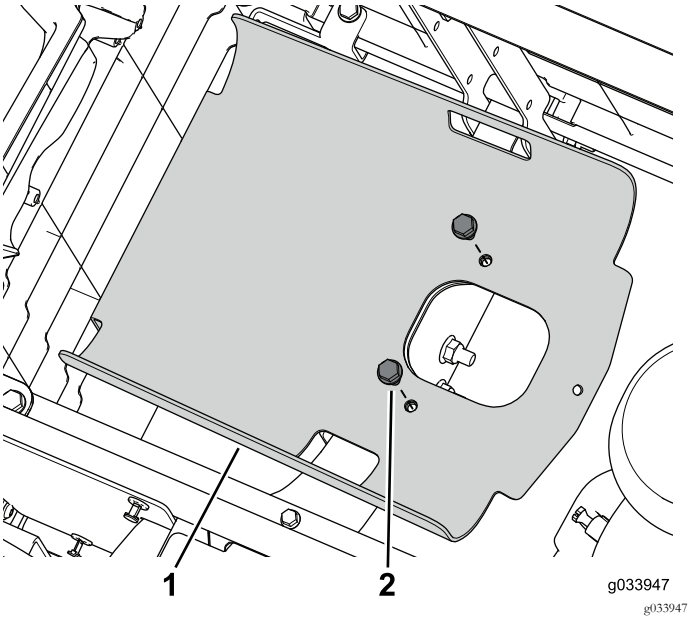

Figur 2
5. Fjern de to flangebolte, der fastgør tankbakken til stellet (Figur 2).